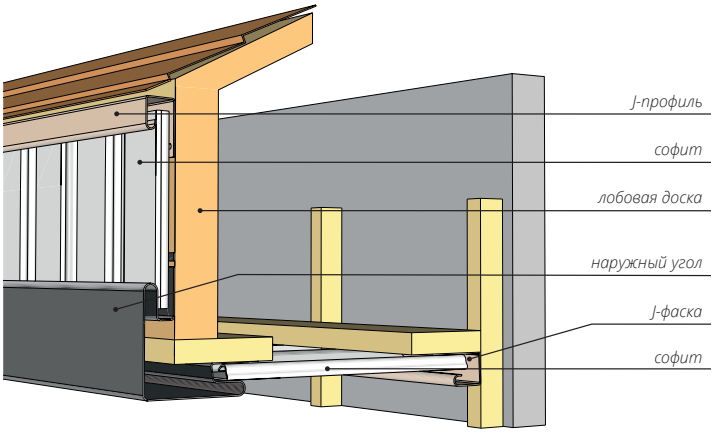

Рисунок 88
20.2 Монтаж с помощью наружного угла. Если ширина J-фаски (ветровой доски) недостаточна для закрытия лобовой доски, монтаж осуществляется следующим образом: вдоль верхнего края лобовой доски устанавливается J-профиль; наружный угол устанавливается в соответствии с рис. 88; J-профиль примыкающий к стене, монтируется аналогично схеме монтажа с использованием J-фаски. Софит нарезается на отрезки нужной ширины и устанавливается в пазы J-профилей и наружного угла.